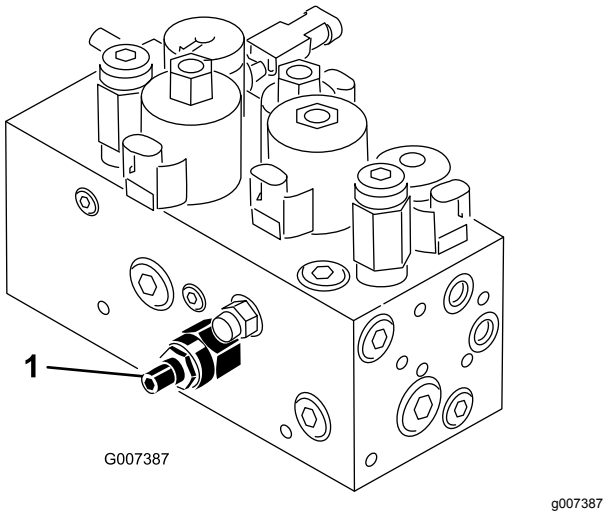

Figur 56
Kretsen for løfting og senking av klippeenheten er utstyrt med en mengderegulator (Figur 56). Denne ventilen er forhåndsjustert til ca. tre omdreininger åpen fra fabrikken, men det kan hende den må justeres for å kompensere for forskjeller i oljetemperaturer, klippehastighet osv. Hvis du må justere den, fortsetter du på følgende måte:
1. Hev setet, og finn mengderegulatoren på den midtre trekkrammen (Figur 56) som er plassert på siden av det hydrauliske manifoldet.